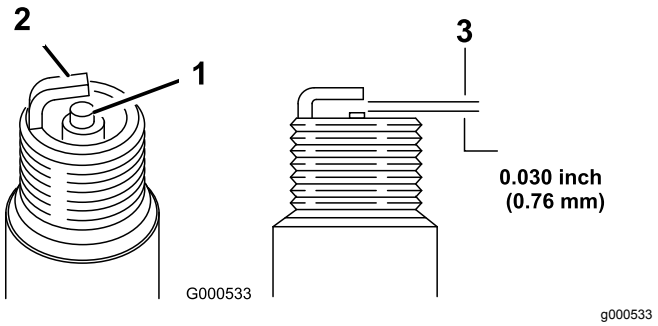

Рисунок 27
11. Установите в свече зазор, равный 0,76 мм, как показано на Рисунок 27.